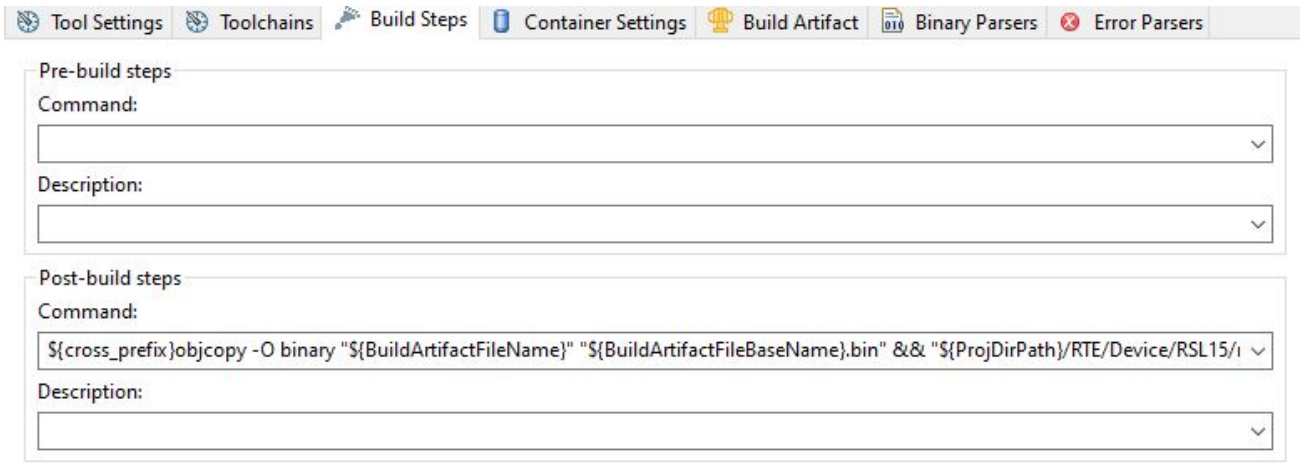

Figure 18. Post-Build Steps
7. Modify the project post-build steps (see the "Post-Build Steps" figure (Figure 18)) to generate the FOTA image in both Debug and Release build configurations, by going to **Project** > **Properties** > **C/C++ Build** > **Settings** > **Build Steps** > **Post-build steps**. Two steps are required to generate the *.fota* image. First, we need to generate the application sub-image *.bin* file using *objcopy*. Then, we use the *mkfotaimg.exe* tool to generate the FOTA image (*.fota* file). Both commands can be concatenated with `&&` and added to the post-build steps as in the example that follows. To use this command, copy the code from the **Post-Build steps** of the existing sample application *ble_peripheral_server_fota*, as the code in the text below is not directly copyable.